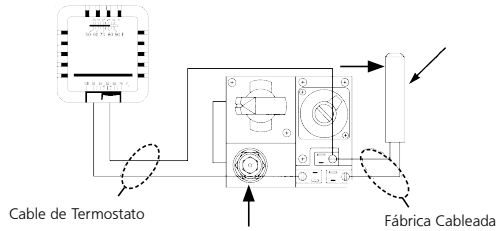

Figura 4. Diagrama de conexión
J. Conecte los cables del termostato a la válvula de gas como se observa en la Figura 4.